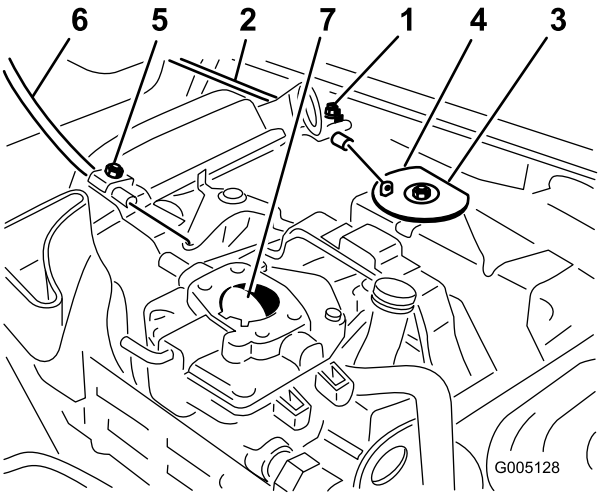

Bild 47
1. Lockern Sie die Klemmschraube des Bowdenzugs, mit der dieser am Motor befestigt ist (Bild 47).
3. Ziehen Sie fest am Bowdenzug, bis die Rückseite der Schwenkplatte den Anschlag berührt (Bild 47).
3. Ziehen Sie fest am Chokezug, bis die Choke-Drosselklappe ganz geschlossen ist; ziehen Sie dann die Klemmschraube des Chokezugs fest (Bild 47).